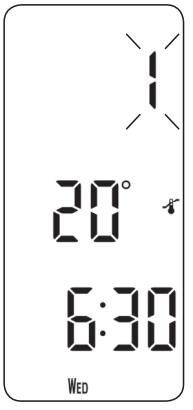

Fig. 10
a) Press **PROG** until Event 1 flashes ***(Fig. 10)***.